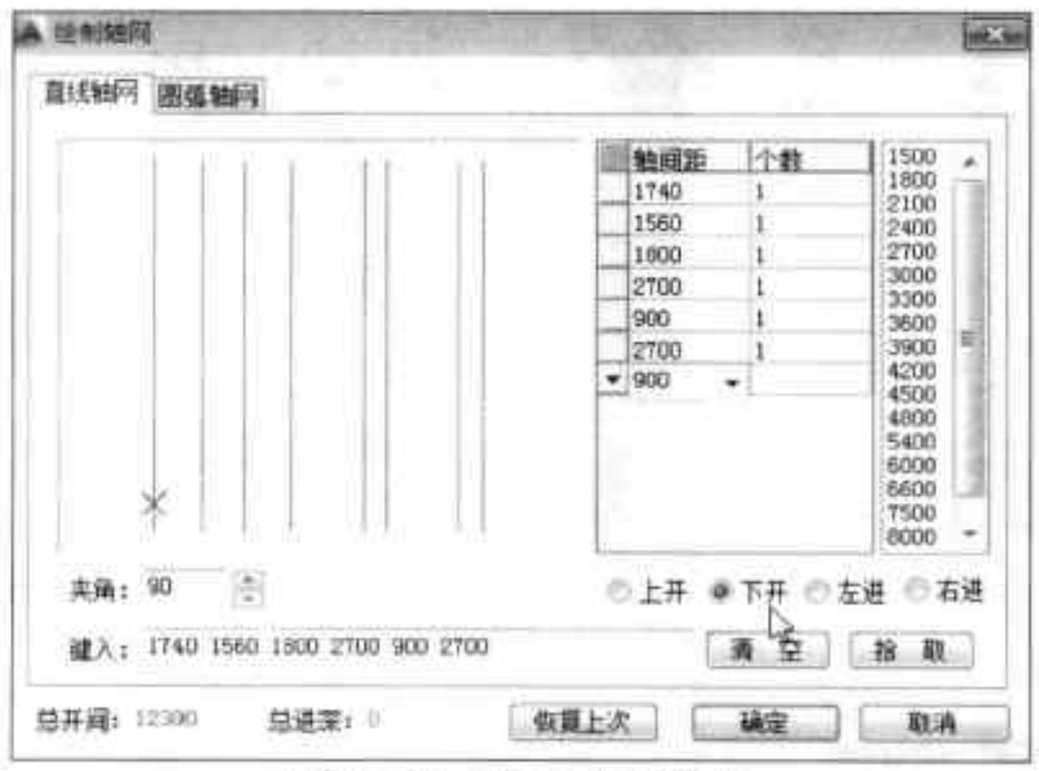

图16-21 输入下开轴线值
Step 04 单击“下开”单选按钮，并输入相应的轴线尺寸，如图 16-21 所示。